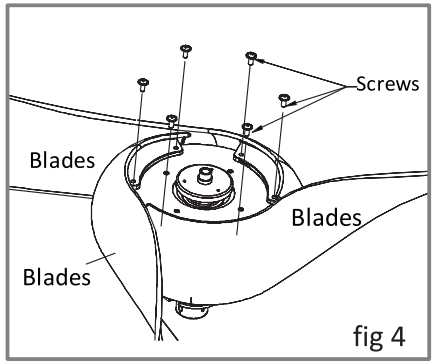

fig 4
4) Turn over the motor. Twist the six screws and fix the other side of the 3 blades onto the lower fixed plate.(fig 4)
5) Only twist into 3/4 each screw.(fig 4)